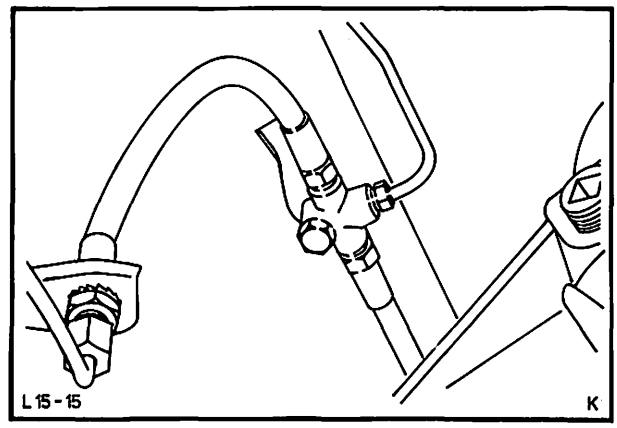

Abb. 102 Verteilerstück – Bremsleitung abschrauben
4. Verteilerstück – Bremsleitung vom Bodenblech abschrauben (1 Schraube), Abb. 102.